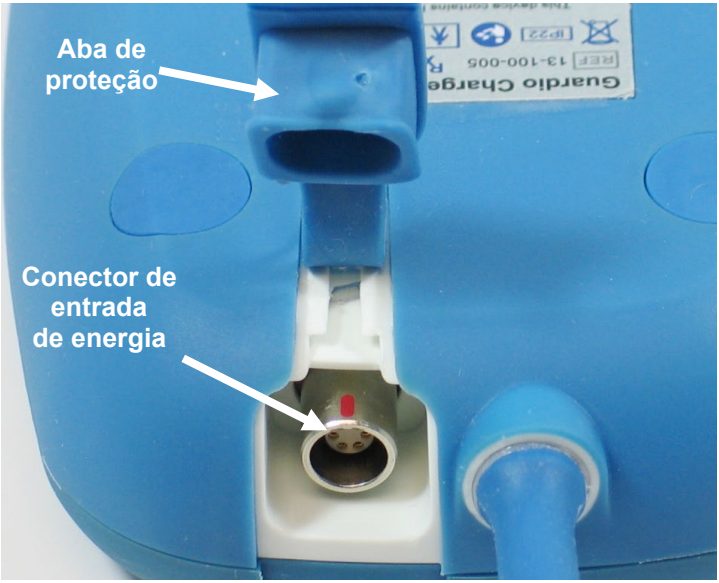

Figura 7: Parte de trás do carregador
2. Remova a aba da tampa de proteção do conector de entrada de energia, localizado ao lado da base do cabo da haste de carregamento. **Consulte a Figura 7**.